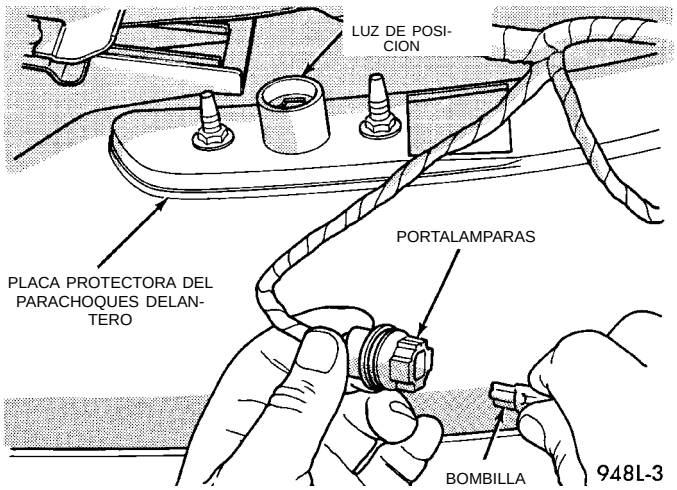

Fig. 4 Luz de posición delantera
(1) Retire el portalámparas y la bombilla de la luz de posición.
(2) Retire las tuercas que sostienen la luz de posición en la placa protectora del parachoques delantero (Fig. 4).
(3) Separe la luz de posición del vehículo.